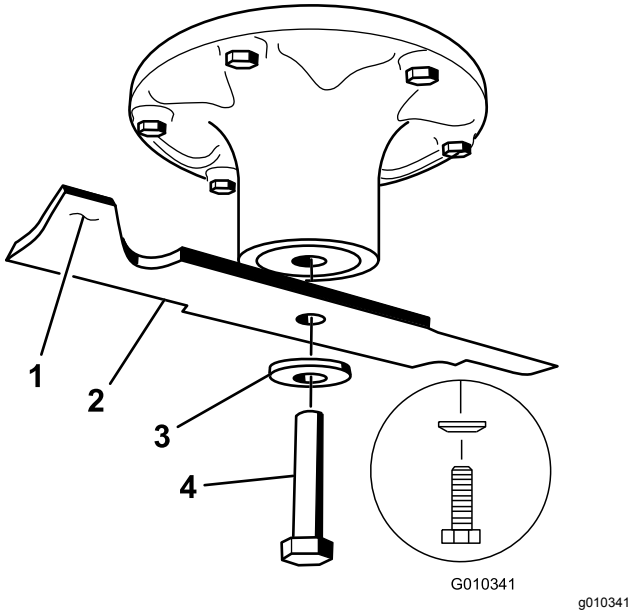

Figure 56
2. Enlevez de l'axe, le boulon, la rondelle bombée et la lame (Figure 56).
1. Placez la lame sur l'axe (Figure 56).
2. Montez la rondelle bombée (face concave vers la lame) et le boulon de lame (Figure 56).